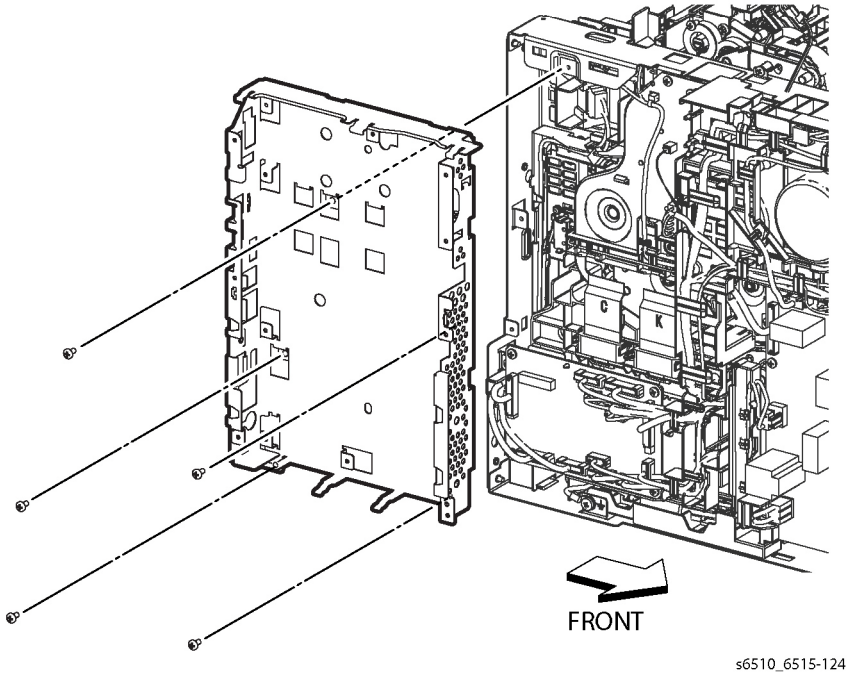

Figure 1 Remove the ESS Box (MFP)
3. Refer to Figure 1 to remove the five screws (silver, M3x6mm) attaching the ESS Box.